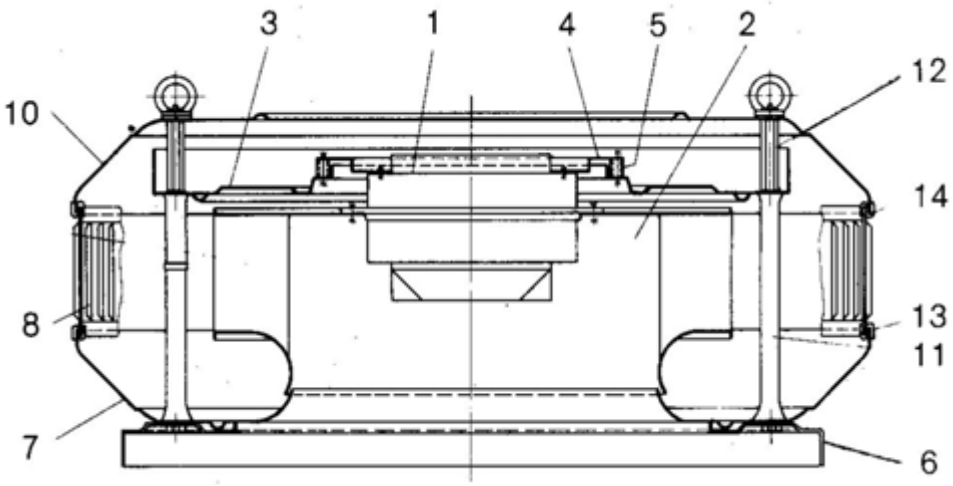

Abb. 39: DRH
4. Regenhaube (Abb. 39/10) entfernen.
5. Ausblasgitter (Abb. 39/8) entfernen.
6. Schrauben und 6-Kt. Bolzen (Abb. 39/12) entfernen.
7. Befestigungsplatte (3) mit Motor (Abb. 39/1) und Laufrad (Abb. 39/2) abheben.
12. Ausblasgitter (Abb. 39/8) anbringen.
13. Regenhaube (Abb. 39/10) aufsetzen.